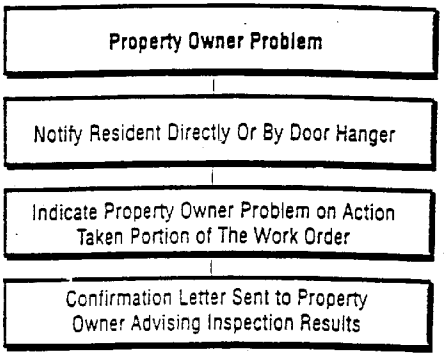

Figure 2-5
- property owner problem (see step 18 and Figure 2-5)